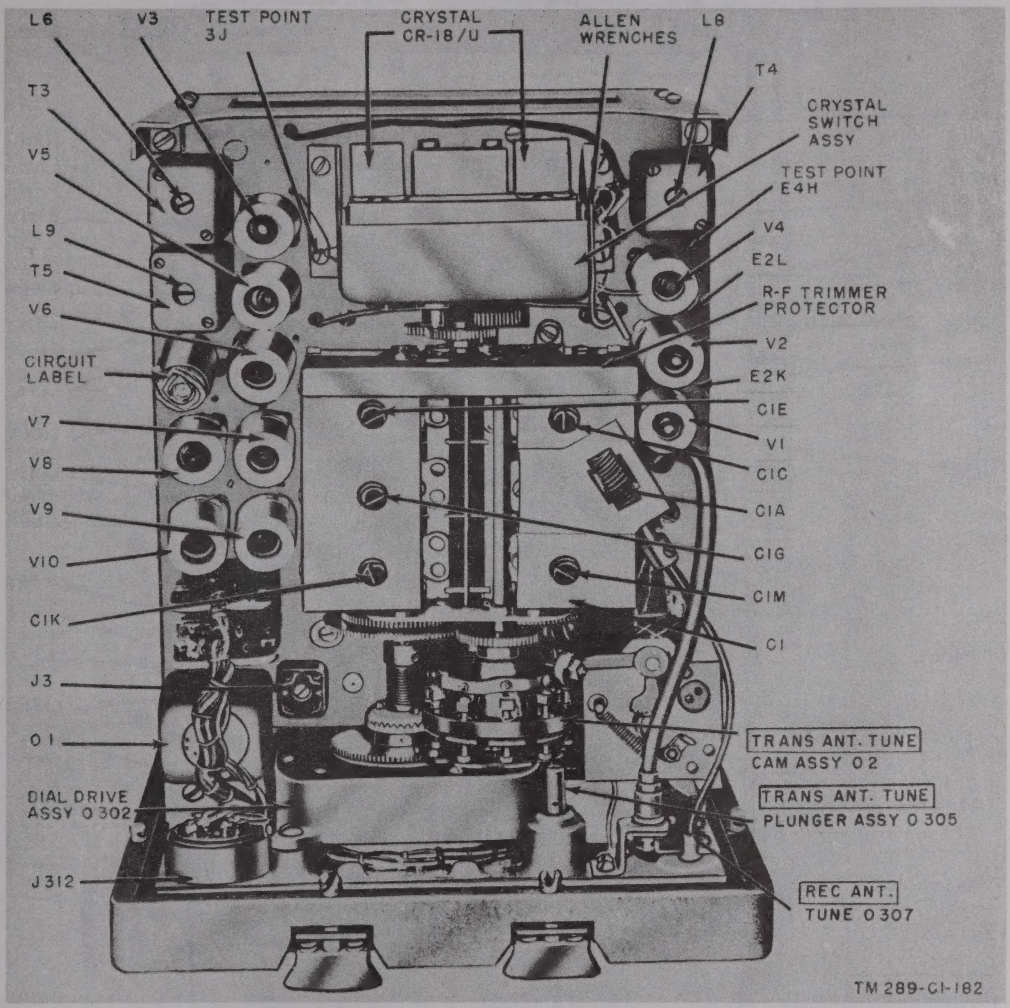

Figure 5. Typical receiver-transmitter, case removed, view of r-f chassis (left side of panel and chassis assembly).
(2) The r-f chassis of the three receiver-transmitters are similar in structure and component arrangement. There are some differences, however, mainly in the inductances of the tuning coils and in the number of frequency-determining crystals required. Figure 5 shows the *component* side of the r-f chassis. Also refer to figures 43 through 49. The r-f chassis mounts the h-f components of both the receiver and the transmitter, the crystal oscillator-harmonic generator circuit components (including tuning capacitors), crystals, the crystal switch assembly, and associated parts. The worm gear assembly (fig. 5) is connected by means of a flexible coupling (O307) to the receiver antenna tuning control, marked REC ANT TUNE on the panel. The cam assembly is actuated by the dial drive assembly to tune the transmitter antenna capacitor (TR ANT TUNE) as the dial assembly is rotated. This and other details of the dial drive mechanism and its functions are described in paragraph 13. Multiconnectors J4 and J5 (fig. 43) are for connection to the front panel circuits. Toothed crown couplings on the shafts of the variable gang capacitors are arranged to mate and interlock with corresponding couplings on the dial drive assembly on the front panel. These couplings are keyed to coordinate dial and variable capacitor settings.
a. Allen wrenches Nos. 4, 6, 10, and 8 (fig. 5).
d. Circuit label (fig. 5).